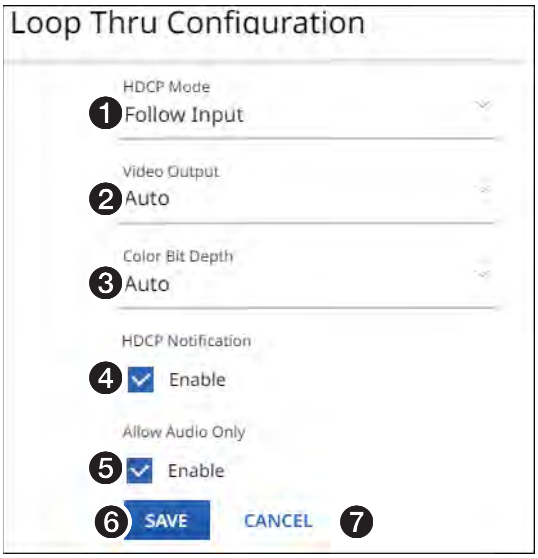

Figure 19. Loop Thru Pane
If you change any of the settings in the `Loop Thru Configuration` dialog box (see figure 19, ❶ through ❺), the `SAVE` button (❻) becomes selectable. Click **`SAVE`** to take changes or **`CANCEL`** (❼) to abandon them. Clicking either button closes the dialog box.
❸ **Color Bit Depth** — Click the drop-down list to select between the following two output formats for the LOOP THRU port (Ⓑ).
❹ **HDCP Notification** (see **figure 19**) — Click to toggle **HDCP Notification** on and off. This selection lets you select what is displayed on the HDMI output when the input signal contains HDCP-protected content and the output is a non-HDCP sink.